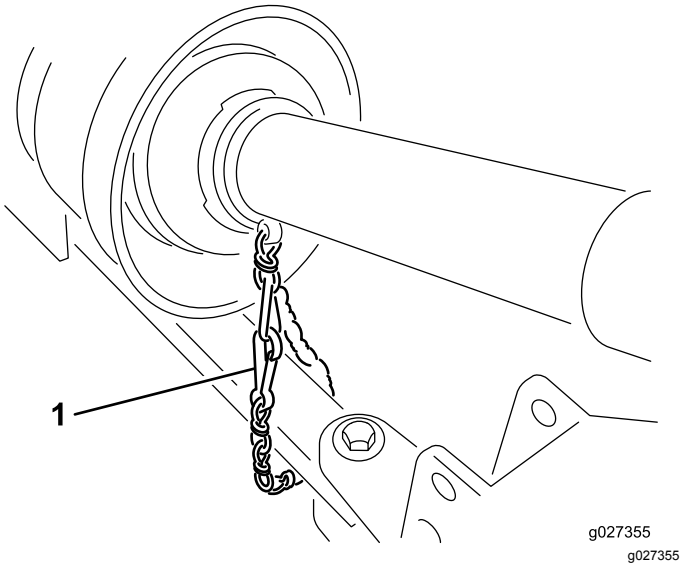

Figuur 7
5. Sluit de borgketting van de kap aan op de tractie-eenheid (Figuur 7).